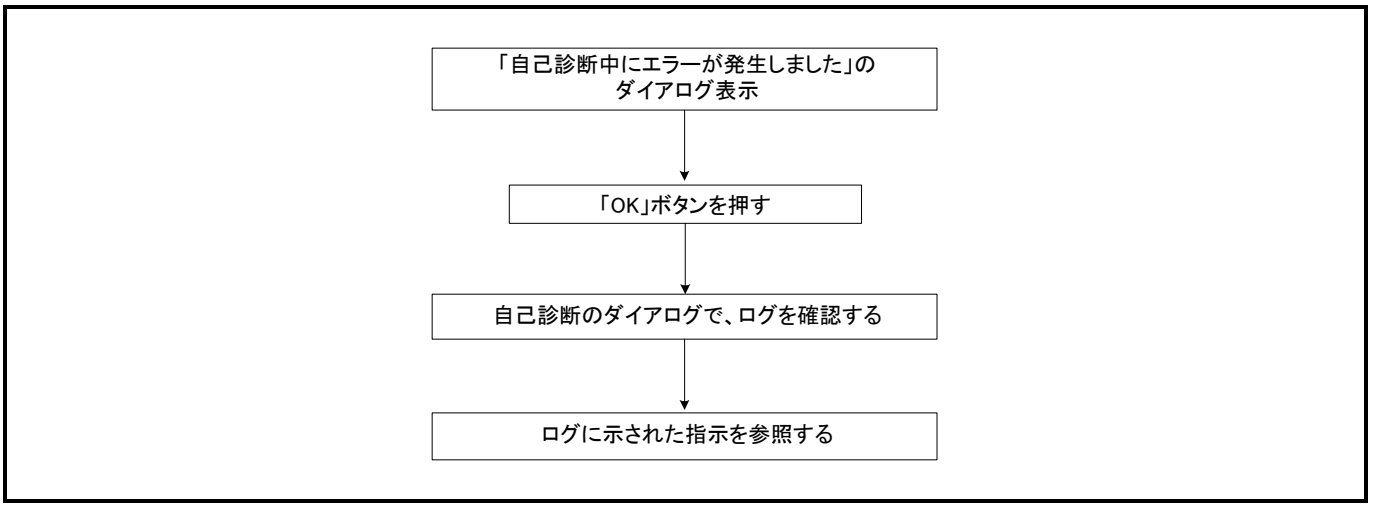

図6.2　自己診断エラー時の確認フロー
① E100エミュレータ本体とMCU Unitの接続を再度ご確認ください。
② 正しいファームウェアを再度ダウンロードしてください。
③ デバッガソフトの自己診断エラー時のログを確認いただき、ログに示された指示をご参照ください。（図6.2参照）